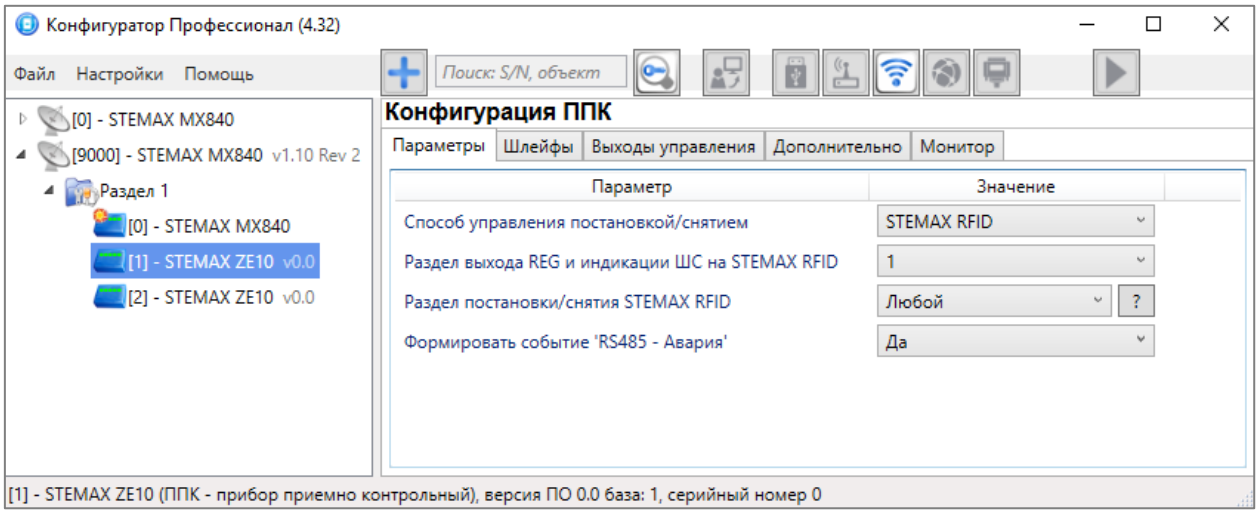

Рисунок 4.6 — Конфигурация СКП, вкладка *Параметры*
- *STEMAX RFID*: подключение бесконтактного считывателя STEMAX RFID, производства НПП "Стелс" (см. рисунок 4.6).